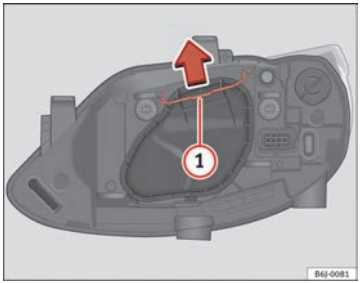

Fig. 156 Dipped beam/ main beam, single headlight
– Move the loop ⇒ Fig. 156 (1) in the direction of the arrow and remove the cover.